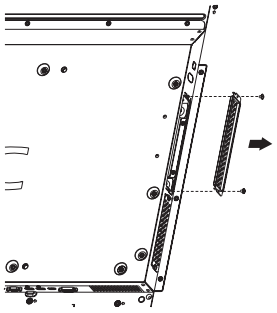

Rysunek 1
2. Zdejmij pokrywę gniazda, wykręcając wkręty (**Rysunek 1**).